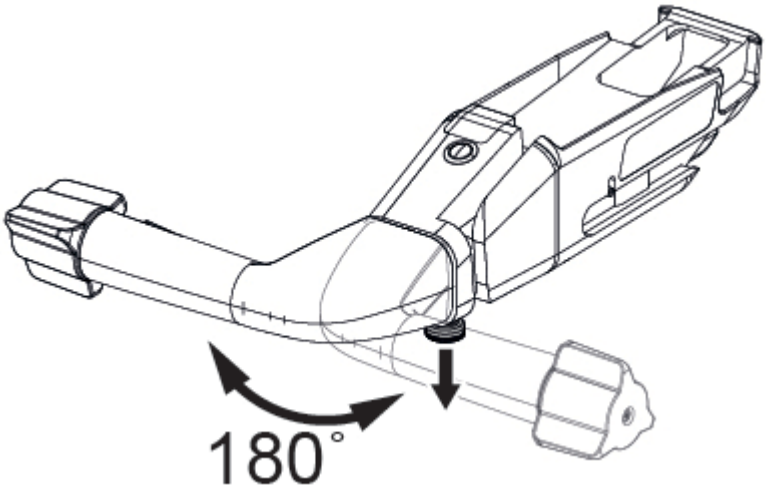

Figura 7-15. Cambio de orientación del mango para el traslado motorizado
2. Para girar el mango para el traslado motorizado, tire del pestillo de posición y gire el mango para el traslado motorizado hasta la posición deseada. Consulte la *Figura 7-15*.